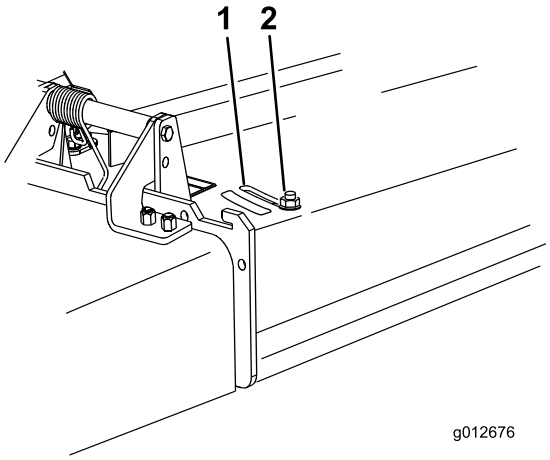

Figuur 29
3. Draai de moer los om de plaat te verstellen (Figuur 29).